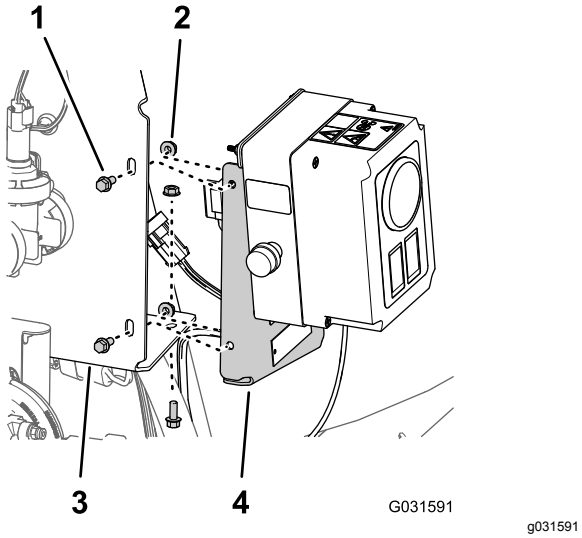

Figur 181
1. Rikta in styrdosans fästplatta med hålen eller springorna i sprutventilernas grenrörsfäste (Figur 181).
2. Montera styrdosan på grenrörsfästet (Figur 181) med de tre flänsskruvar (1/4 x 5/8 tum) och de tre sågtandade flänsmuttrar (1/4 tum) som du tog bort i steg 1 i Ta bort styrdosan från grenrörsfästet (sida 13).